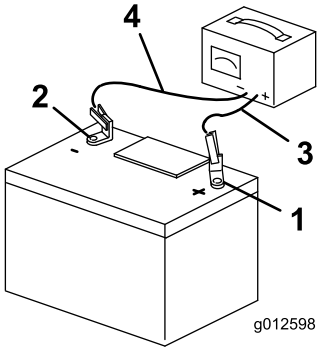

Figure 53
3. Quand la batterie est chargée au maximum, débranchez le chargeur de la prise, puis débranchez les fils du chargeur des bornes de la batterie (Figure 53).